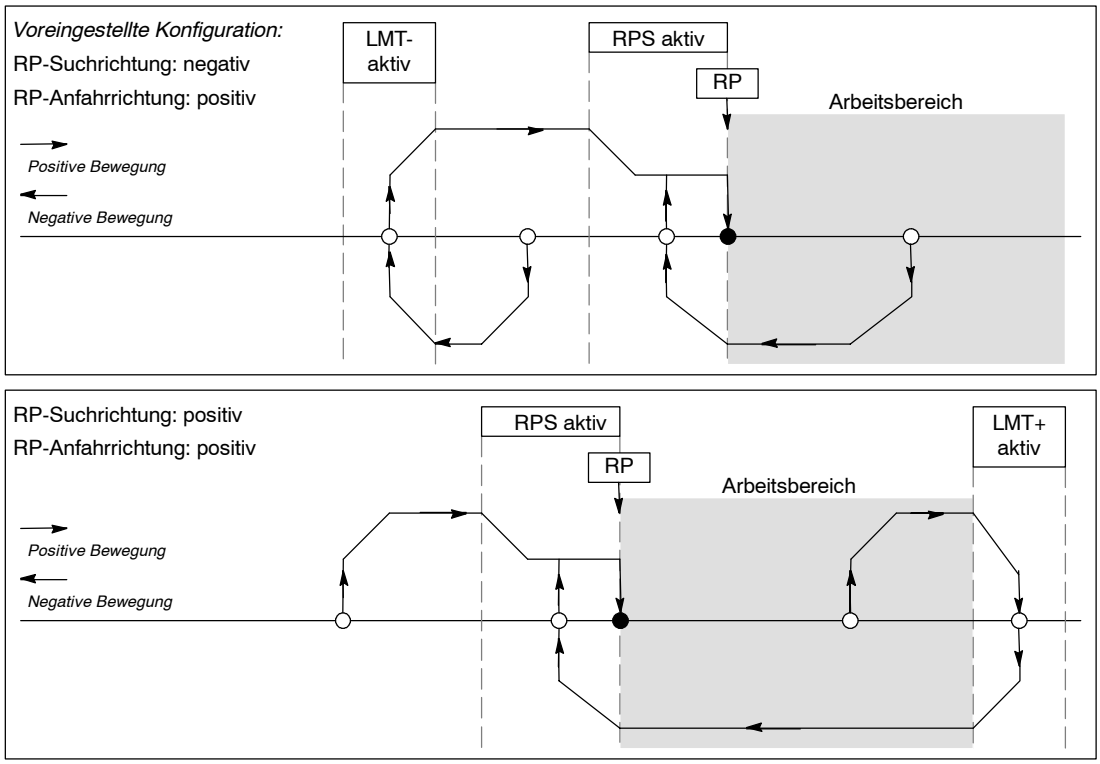

Bild 9-14 RP-Suche: Modus 1
- ❏ Bild 9-14 zeigt zwei der Optionen für den RP-Suchmodus 1. In diesem Modus wird die Lage des RP an der Stelle ermittelt, an der der Eingang RPS beim Anfahren von der Arbeitsbereichsseite aktiv wird.